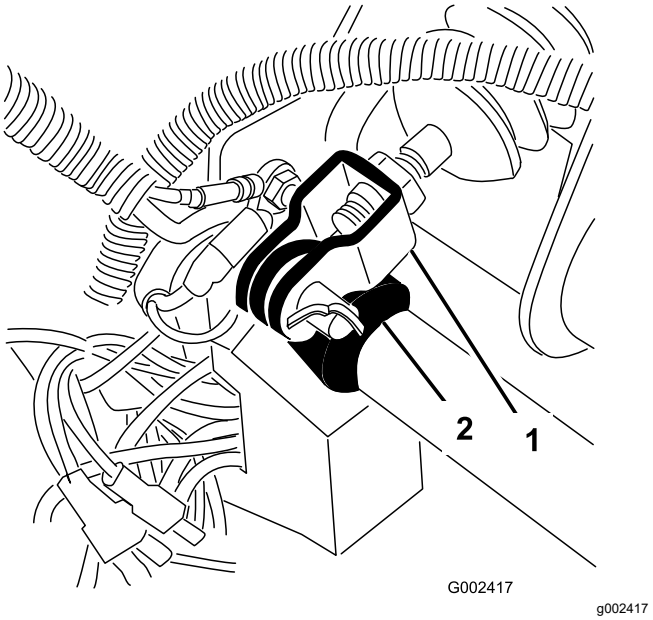

**Figur 60**
1. Ta bort saxpinnen och sprintbulten som fäster huvudcylinderoket vid bromspedalstappen (Figur 60).